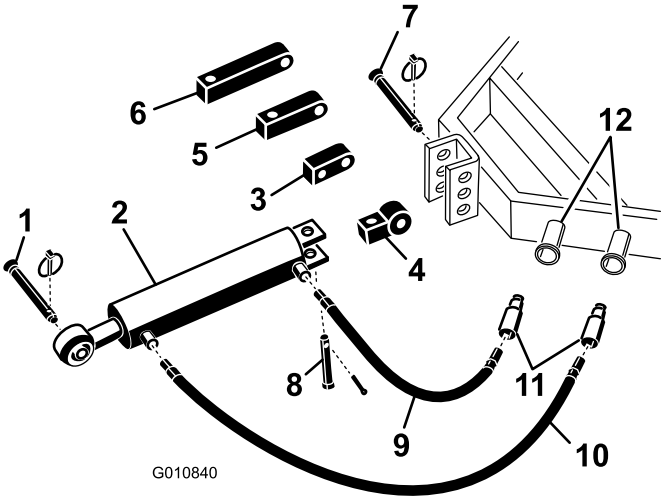

Figur 5
1. Fastgør koblingsforbindelsen til den hydrauliske topforbindelse til traktoren med de stifter, bolte og tapper, der fulgte med traktoren (Figur 5). Placer den hydrauliske topforbindelse, så stangenden vender mod dybdelufteren. Cylinderens huller skal placeres, så de peger frem mod traktorens hjælpehydraulikkraft.
Bemærk: Hvis hydraulikcylinderen skal placeres med hullerne vendt opad, skal du bruge rotationsbeslaget i stedet for standardmonteringsbeslaget for at flytte cylinderen (Figur 5).
A. Fjern låseclipsen, og clipsen der fastgør standardkoblingsforbindelsen til cylinderen (Figur 5). Fjern koblingsforbindelsen fra cylinderen.
B. Monter rotationsbeslaget på cylinderen med de stifter, bolter og tapper, du fjernede tidligere (Figur 5).
2. Tilslut den 1 m lange hydraulikslange til porten på den hydrauliske topforbindelse, som er tættest på dybdelufteren Figur 5. Brug Teflon-tape eller gevindforseglingsmiddel på slangegevindet for at undgå eventuelle lækager.
3. Tilslut den 75 cm lange hydraulikslange til porten på den hydrauliske topforbindelse, som er tættest på traktoren (Figur 5). Brug Teflon-tape eller gevindforseglingsmiddel på slangegevindet for at undgå eventuelle lækager.
Hvis den hydrauliske cylinder ikke kan nå dybdelufterens monteringsbeslag, kan du bruge en forlængerklods i stedet for standardmonteringsklodsen til at tilslutte cylinderen til traktoren (Figur 5).
A. Fjern låseclipsen og clipsen, der fastgør standardkoblingsforbindelsen til cylinderen (Figur 5). Fjern koblingsforbindelsen fra cylinderen.
B. Monter den nødvendige længdeforlængerklods på cylinderen med de clips, du fjernede tidligere (Figur 5).